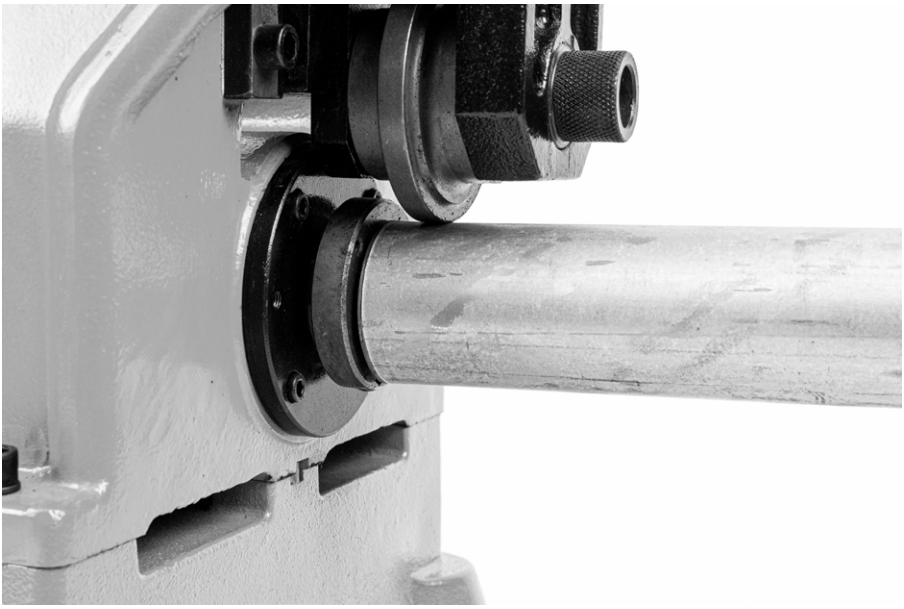

Рис. 2
3. Подведите трубу и опору к желобонакатчику, убедившись, что труба находится вровень с фланцем ведущего ролика (рис. 2).